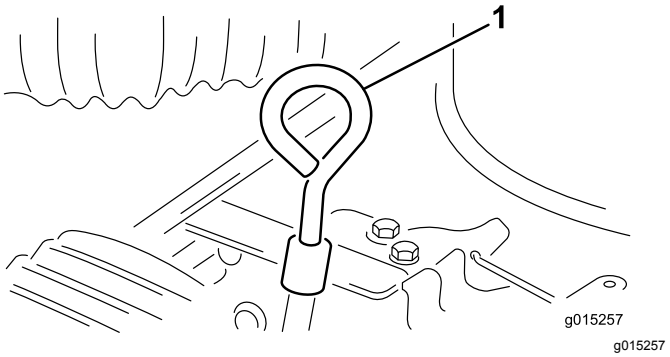

Figure 8
2. Nettoyez la surface autour de la jauge d'huile pour éviter que des impuretés ne tombent dans l'orifice de remplissage et n'endommagent le moteur (Figure 8).